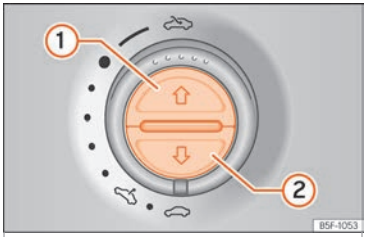

Fig. 149 On the interior roof lining: switches for the sun blind.
Opening completely (automatic function)	Press button ››› Fig. 149 ① briefly.
• The switch should be in the "closed position" ››› page 20 ①.
• *Panoramic sliding sunroof:* Within five seconds of triggering the anti-trap function, pull the control all the way back ››› page 20 (arrow ⑤) until the panoramic sliding sunroof closes fully.
• *Sun blind:* Within five seconds of triggering the anti-trap function, press button ››› Fig. 149 ② until the sun blind closes fully.